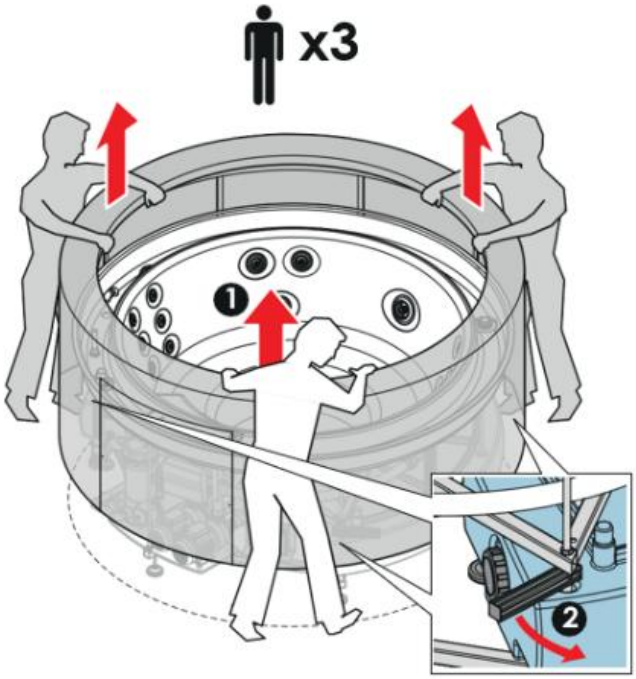

Figure 44
1) Grab the inner edge of the cover, positioning yourself near the feet with the rotating supports (see Figure 44).